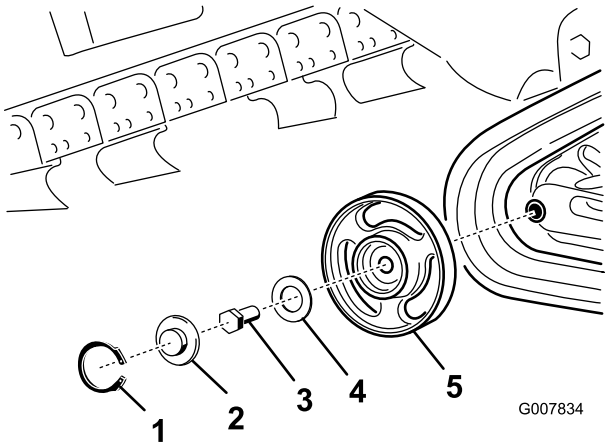

**Figur 50**
**Obs:** Du måste eventuellt ta bort det yttre, främre väghjulet. Ta bort hjulet genom att ta bort låsringen och ändmuffen från väghjulets mitt (Figur 50). Ta därefter bort skruven och packningen från hjulets mitt och dra av hjulet från maskinen.